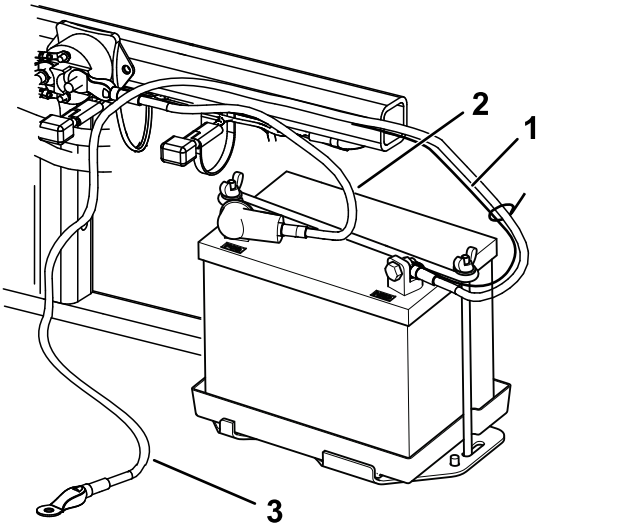

Figuur 6
2. Bevestig de pluskabel (rood) aan de pluspool (+) met een bout van ¼" x ⅝" en een borgmoer (Figuur 6).
3. Bevestig het zwarte kabeltje en de minkabel (zwart) aan de minpool (-) van de accu met een bout (¼" x ⅝") en een borgmoer (¼") (Figuur 6).